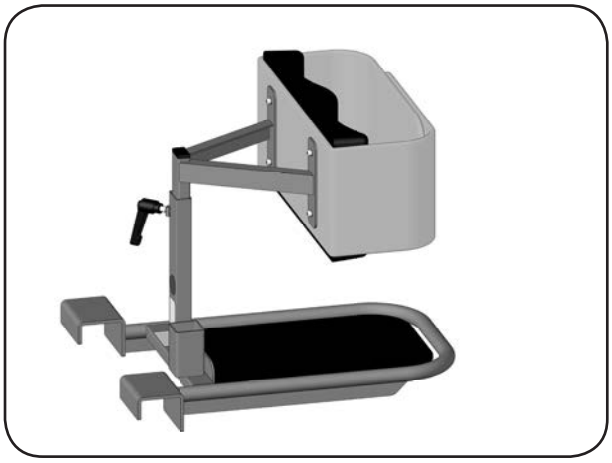

Abbildung 26
15. Befestigen Sie nun wieder die Schienbeinpolsterung mit den Schrauben (Abbildung 26).
1. Überprüfen Sie die Steckverbindungen an der Steuereinheit (Abbildung 26):